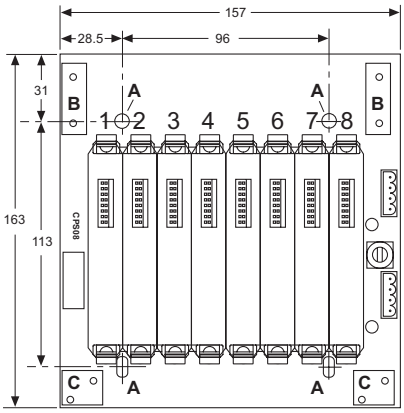

Figure 4.1: CPS08 backplane for MTL 9492-PS-PLUS modules
See the table for details of the kits and accessories applicable to the mounting methods and Figure 4.1 for dimensions and mounting centres.
See Figures 4.1 and 4.2.
b) Prepare holes in the surface at centres A, tapping these if retaining nuts are not required (Figure 4.1).
d) Insert the screws through the backplane at each mounting centre A (Figures 4.1 and 4.2).
See Figures 4.1, 4.3, 4.4 and 4.5.
b) Mount the two lengths of DIN-rail side-by-side at centres A, 113mm apart (Figure 4.1).
f) Insert the assemblies through the mounting holes A on the backplane (Figures 4.1 and 4.4).
See Figures 4.1, 4.9, 4.10 and 4.11.
a) Locate the tagging strip mounting posts (1) at backplane centres B (Figure 4.1).
See Figures 4.1, 4.9 and 4.10.
a) Locate the earth rail mounting posts (1) at backplane centres C (Figures 4.1 and 4.9).